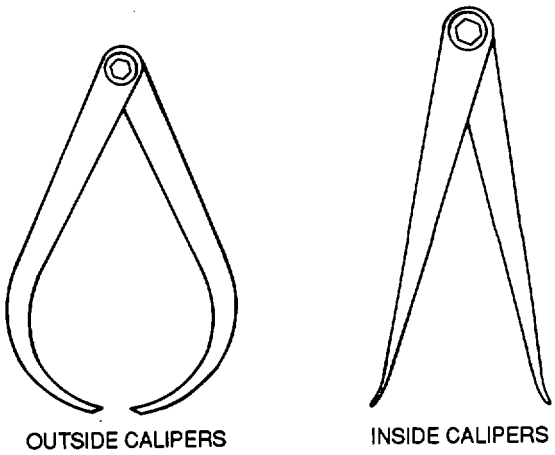

Figure 3-24. Simple Calipers
(1) Simple calipers. The simple outside calipers are bowlegged. Those used for inside diameters have straight legs with feet turned outward. Calipers are adjusted by pulling or pushing the legs to open or close them. This type is shown in figure 3-24.